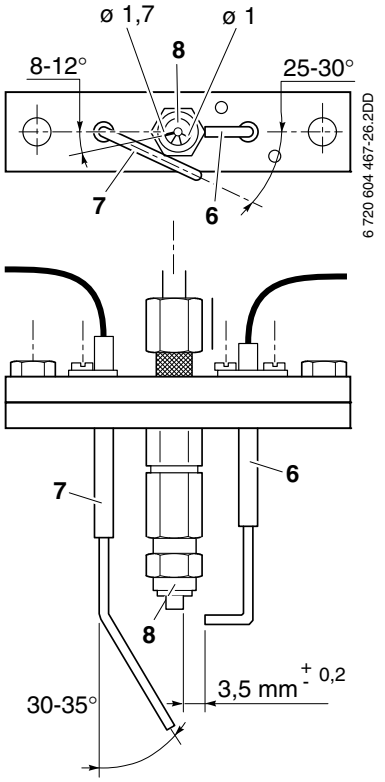

Рис. 24
- если отверстия газового запальника расположены, как показано на Рис. 24,